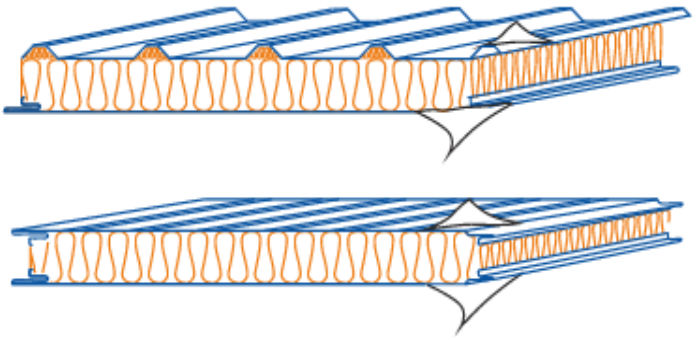

Рис. 6
3.6. Удалите защитную пленку с мест расположения крепежных элементов (рис. 6)